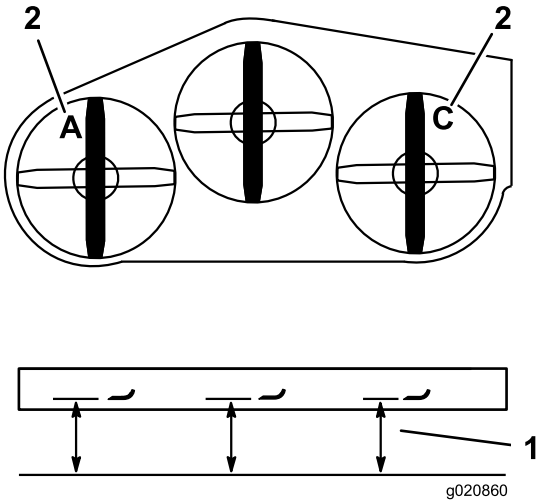

Figur 86
3. Mål den venstre kniven ved **A**-plasseringen, fra en jevn overflate til knivveggen på knivspissen, og noter denne målingen (Figur 86).
4. Mål den høyre kniven ved **C**-plasseringen, fra en jevn overflate til knivveggen på knivspissen, og noter denne målingen (Figur 86).
3. Mål den høyre kniven ved **C**-plasseringen, fra en jevn overflate til knivveggen på knivspissen, og noter denne målingen (Figur 86).